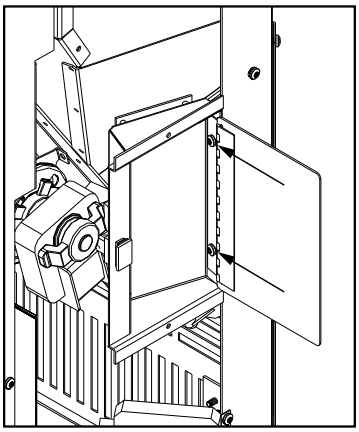

Figure 26: Attach control panel door to control panel.
1. Install the control panel door onto the control panel using two (2) screws (Figure 26).